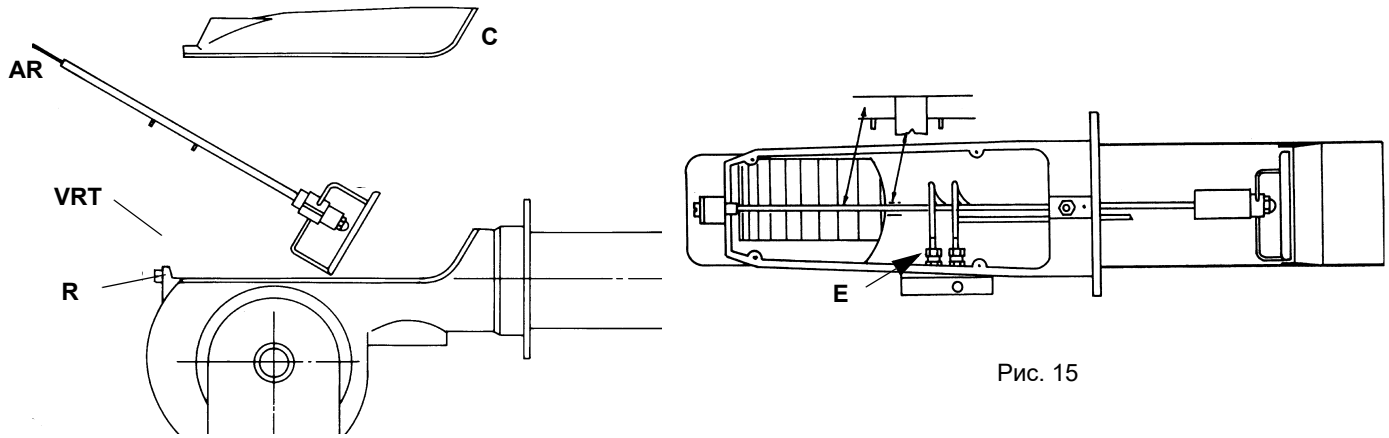
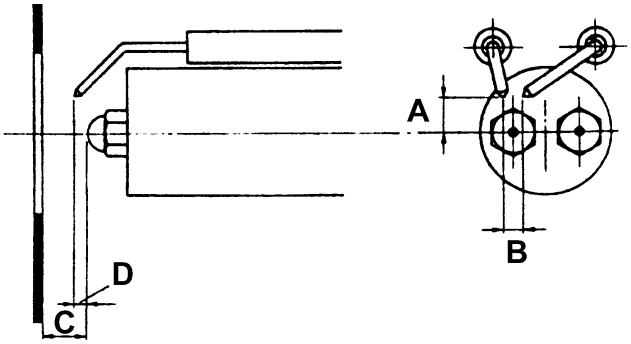

Рис. 15
Рис. 16
- Разобрать, проверить и почистить головку сгорания (см. Рис. 15), при повторном монтаже тщательно соблюсти все размеры, указанные (см. Рис. 16).
В целях обеспечения хорошего процесса горения, необходимо, чтобы были выдержаны размеры, указанные в Рис. 16.
5) вынуть электрод и заменить его, выдерживая размеры, указанные на Рис. 16.